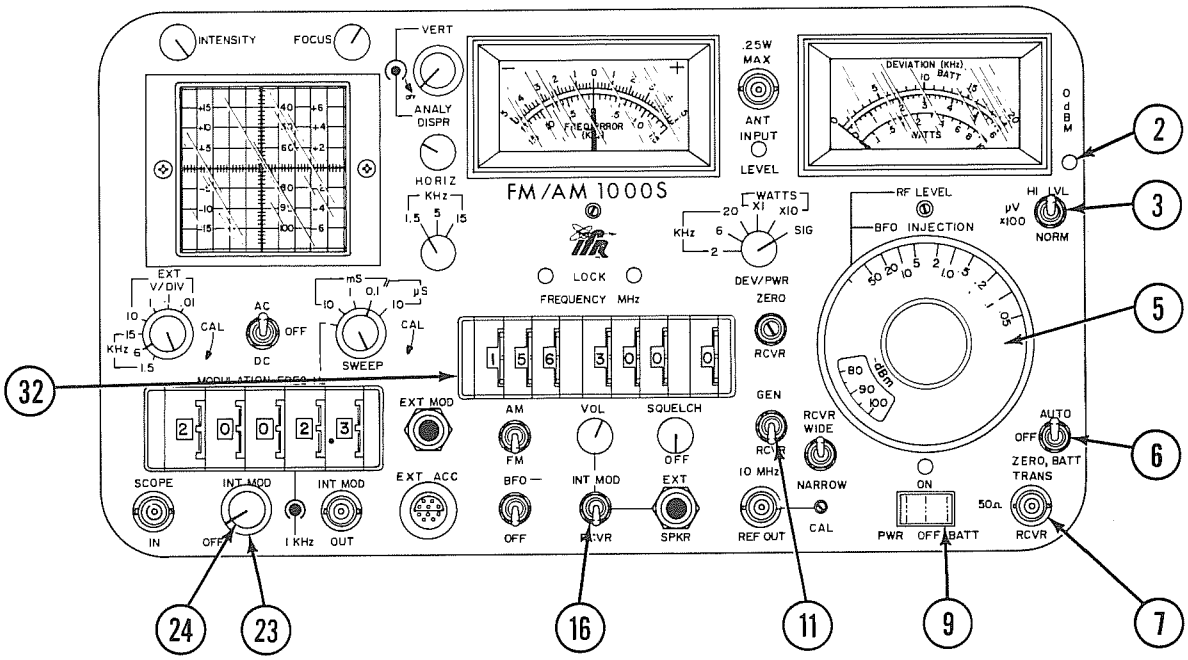

FIGURE 4-25 FM/AM-1000S CONTROLS APPLICABLE TO RF GENERATOR OPERATION
1.	Set FM/AM-1000S controls for RF generator operation as shown in Figure 4-25, page 4-53.
3.	Set FREQUENCY MHz Thumbwheels (32) to desired RF frequency output.
4.	For an RF output less than 50 µV, rotate RF LEVEL/BFO INJECTION Dial (5) to desired "µV" setting.